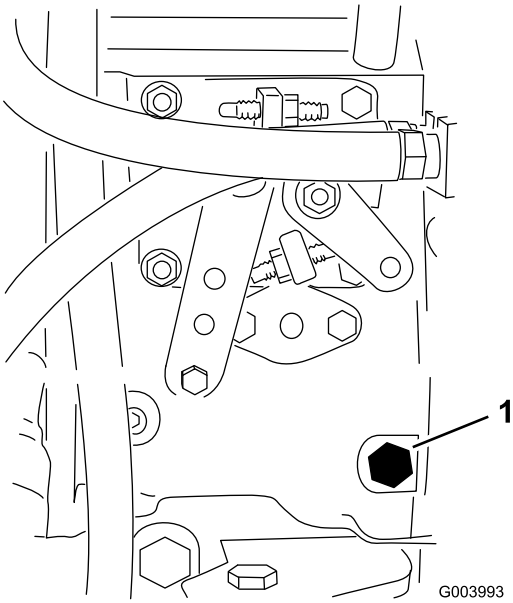

Figur 32
3. Åbn udluftningsskruen på brændstofindsprøjtningspumpen (Figur 32) med en 12 mm nøgle.